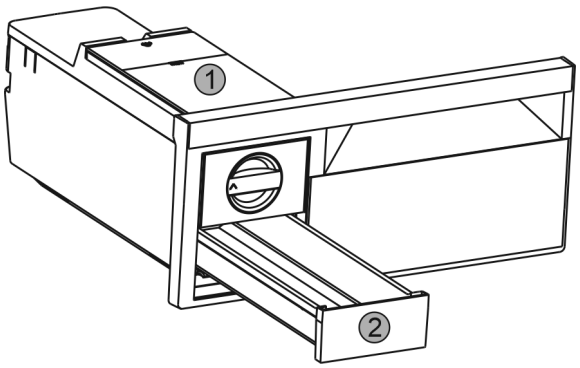

Fig. 36
▶ Wassertank *Fig. 36 (1)* und Eiswürfel-Schubfach *Fig. 36 (2)* entnehmen.